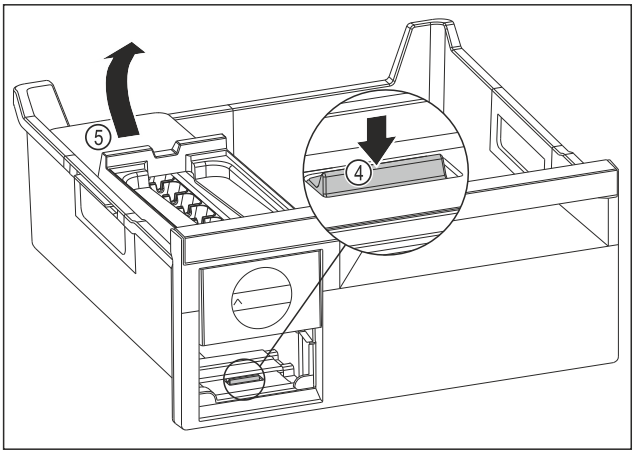

Fig. 105
▶ Removing the EasyTwist-Ice body: Use your finger to push the tab *Fig. 105 (4)* down and use your other hand to lift the EasyTwist-Ice body *Fig. 105 (5)* from behind at the same time.